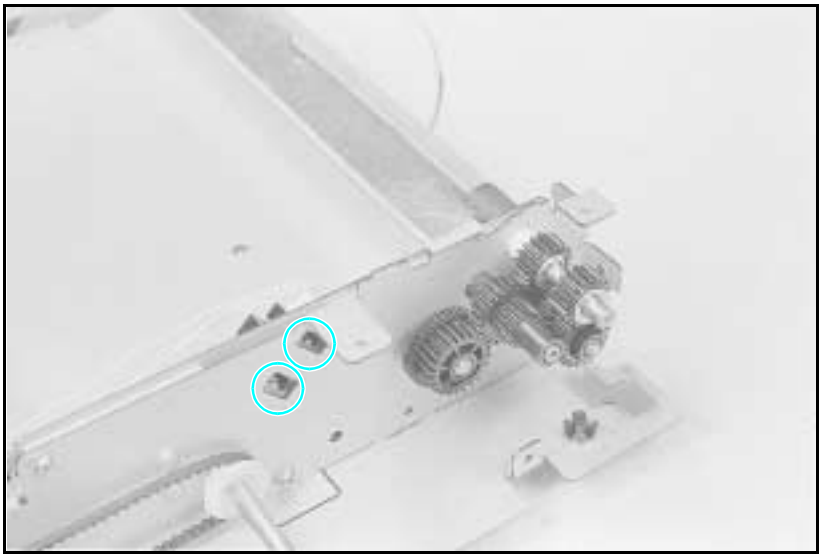

Figure A-22 Holding Tray Paper Sensor
3 Squeeze the (2) latch points of the paper sensor to release (see Figure A-22).